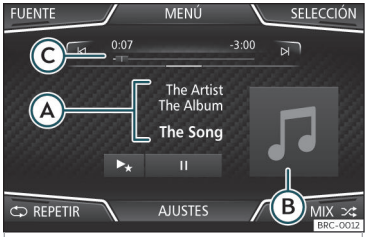

Fig. 149 Menú principal MEDIA.
- Pulse la tecla del infotainment ⊙ para abrir el menú principal *Media* >>> **fig. 149**.
La fuente Media que se está reproduciendo se indica en la lista desplegable al pulsar botón de función FUENTE >>> **fig. 149**.